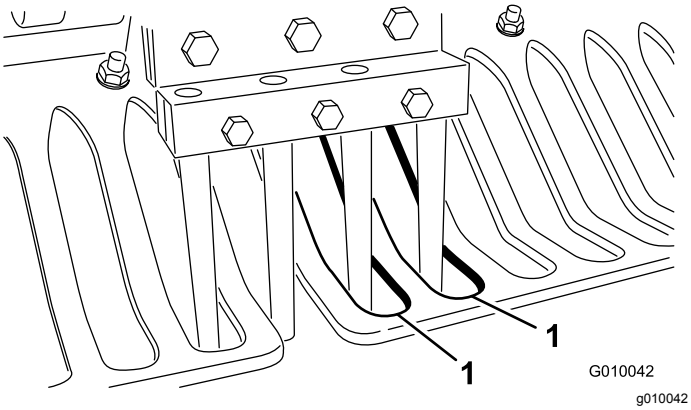

Figur 27
7. Kontroller at pipene står rett i forhold til midten på verneplatenes mellomrom (Figur 27). Juster verneplatene som nødvendig og stram til mutterne.